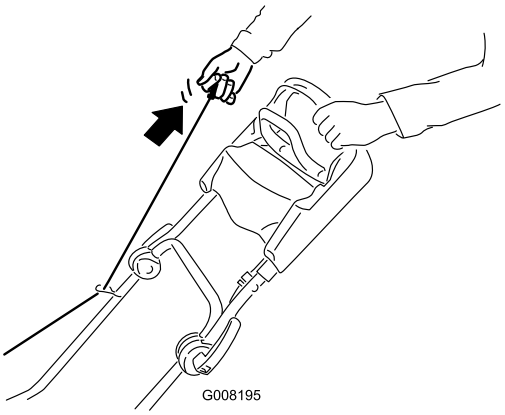
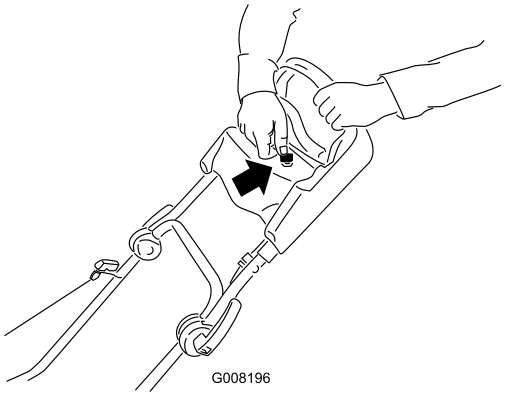

Figure 15
Figure 16
2. Tirez sur le lanceur (Figure 15) ou tournez la clé de contact comme illustré à la Figure 16 (modèle 21027 uniquement).